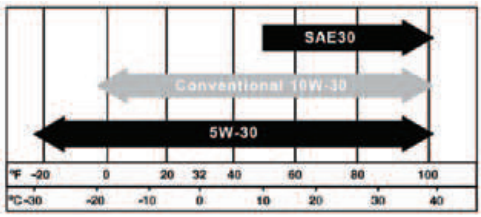

*Figure 17 - Recommended Oil*
1. Only use the engine oil specified in Figure 17.
6. Select the proper engine oil as specified in Figure 17.